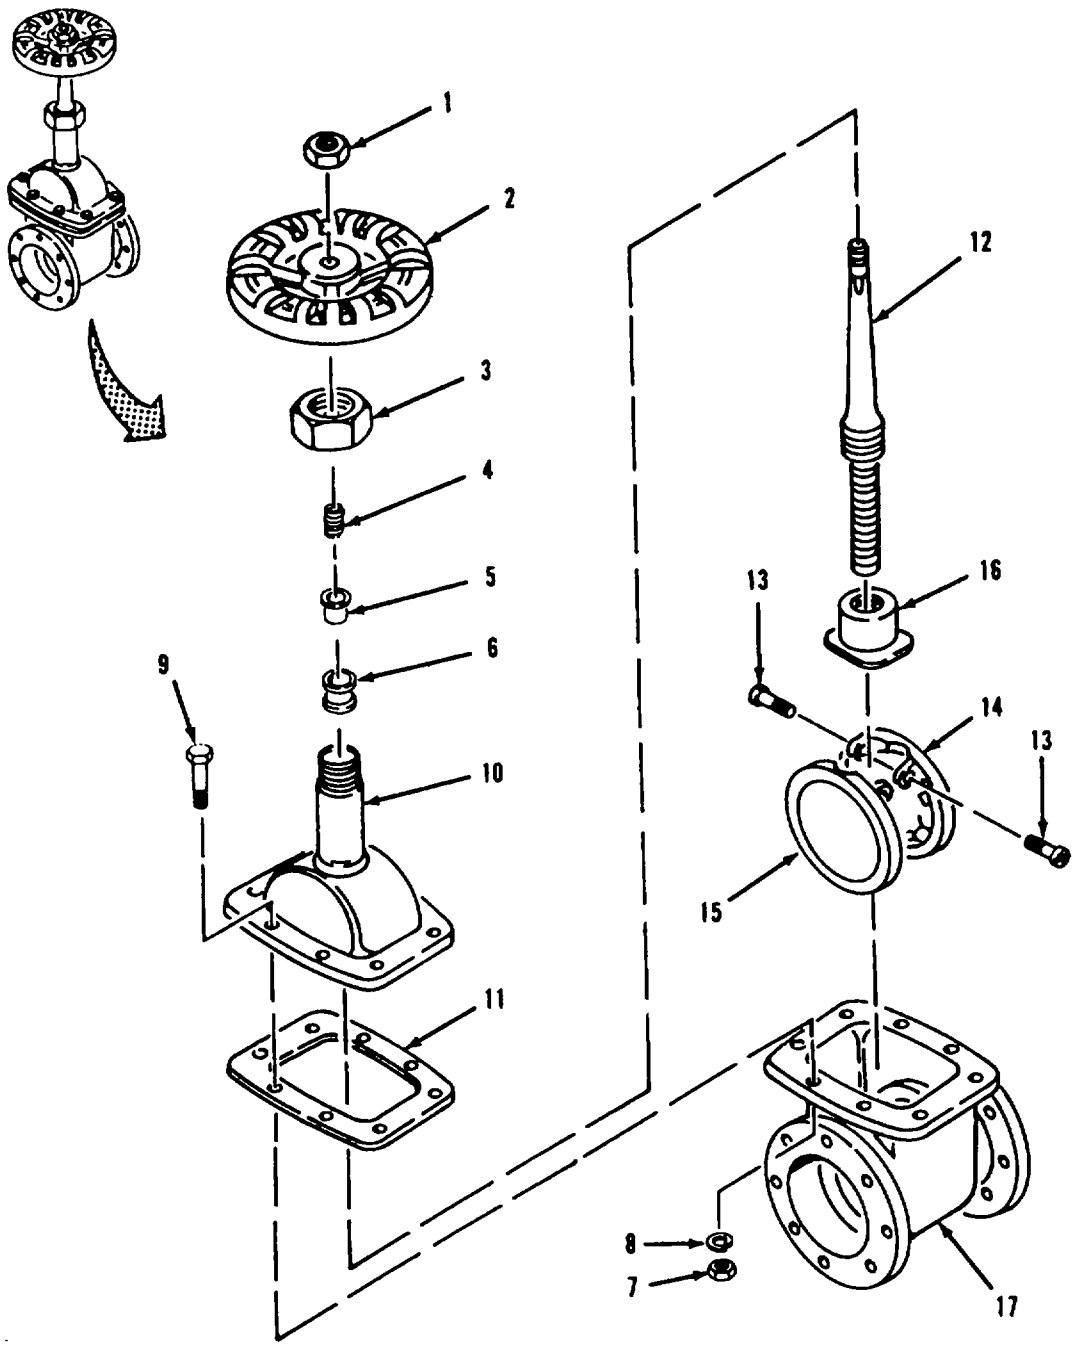

Figure 4-14. Gate Valve (4-Inch) Repair
(1) Inspect bonnet (10) and valve body (17) for cracks, scored mating surfaces, stripped threads and corrosion.
(2) Inspect for bent stem (12) for galled or stripped threads.
(3) Inspect sealing surfaces of discs (14 and 15) and valve body (17) for deep scratches and cracks.
d. Repair. Replace damaged or defective parts. Do not reuse packing ring (6), flange gasket (11) or lockwashers (8).
e. Assembly. Refer to Figure 4-14.
(1) Screw stem (12) all the way into bottom of bonnet (10), then back out stem three full turns. Do not allow stem to move from this position.
(2) While holding stem (12) in place, screw disc riser (16) onto stem until bottom of riser is flush with end of stem.
(3) Position discs (14 and 15) on riser (16) and install two screws (13).
(4) While preventing stem (12) from turning in bonnet (10), turn discs (14 and 15) and riser (16) counterclockwise onto stem until top of discs contact bottom of bonnet.
(5) Position gasket (11) on valve body (17).
(6) While holding stem (12) in position, lower bonnet (10) and discs (14 and 15) into valve body (17). Do not rotate discs more than 1/4 turn to aline discs with body.
(7) Install eight screws (9), lockwashers (8), and nuts (7), in valve body (17) and bonnet (10).
(8) Slide packing ring (6) over stem (12) and down into bonnet (10).
(9) Slide packing gland (5) and gland spring (4) over stem (12).
(10) Slide packing nut (3) over stem (12) and tighten onto top of bonnet (10).